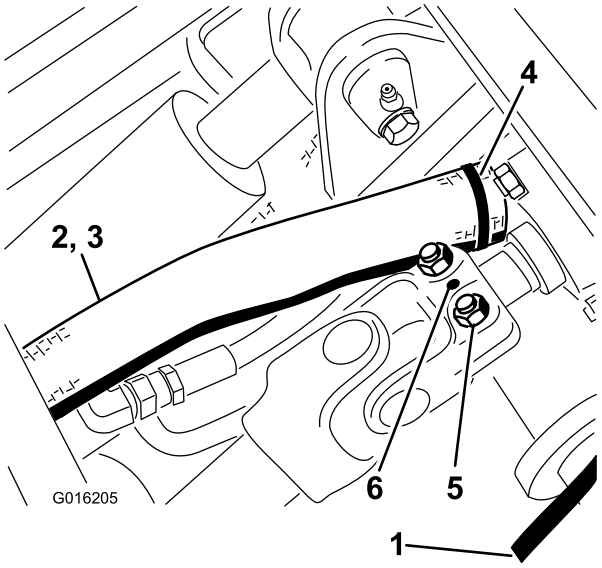

**Rysunek 73**
4. Wyjmij kołek sprężysty i poluzuj dwie śruby mocujące wał napędowy do wałka skrzyni przekładniowej (Rysunek 73). Zsuń wał napędowy z wałka skrzyni przekładniowej.